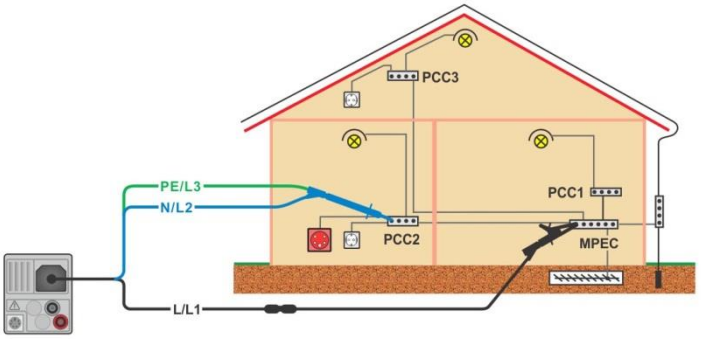

Figure 7.20: Connection of 3-wire test lead plus optional Extension lead
- Connect test leads, see ***Figure 7.20***.